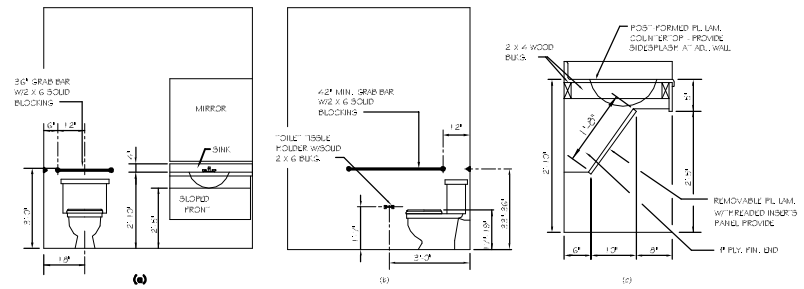

FIG. 31
4.16.3 HEIGHT. THE HEIGHT OF WATER CLOSETS SHALL BE 17" TO 19" (430mm TO 480mm), MEASURED TO THE TOP OF THE SEAT. SEATS SHALL NOT BE SPRUNG TO RETURN TO A RAISED POSITION (SEE FIG. 31).
4.16.4 GRAB BARS. GRAB BARS FOR WATER CLOSETS NOT LOCATED IN STALLS SHALL COMPLY WITH 4.26 AND FIG. 31. THE GRAB BAR BEHIND THE WATER CLOSET SHALL BE 36" (915mm) MINIMUM.
4.16.6 DISPENSERS. TOILET PAPER DISPENSERS SHALL BE INSTALLED WITHIN REACH, AS SHOWN IN FIG. 31. DISPENSERS THAT CONTROL, DELIVER, OR THAT DO NOT PERMIT CONTINUOUS PAPER FLOW, SHALL NOT BE USED.
4.17.6 GRAB BARS. GRAB BARS MAY BE MOUNTED WITH ANY OWNED HARDWARE AS LONG AS THEY PROVIDE GRIPPING SURFACE AT THE LOCATIONS SHOWN IN FIG. 31 AND DO NOT OBSTRUCT THE REQUIRED CLEAR FLOOR AREA. GRAB BARS SHALL COMPLY WITH 4.26.
4.19.2 HEIGHT & CLEARANCE. LAVATORIES SHALL BE MOUNTED WITH THE RIM OR COUNTER SURFACE NO HIGHER THAN 34" (865mm) ABOVE THE FINISH FLOOR. PROVIDE A CLEARANCE OF AT LEAST 29" (735mm) ABOVE THE FINISH FLOOR TO THE BOTTOM OF THE APRON (SEE FIG. 31).
4.19.6* MIRRORS. MIRRORS SHALL BE MOUNTED WITH THE BOTTOM EDGE OF THE REFLECTING SURFACE NO HIGHER THAN 40" (1015mm) ABOVE THE FINISH FLOOR (SEE FIG. 31).
4.24.2 HEIGHT. SINKS SHALL BE MOUNTED WITH THE COUNTER OR RIMMED HEIGHT NO HIGHER THAN 34" (865mm) FROM THE FINISHED FLOOR (SEE FIG. 31).